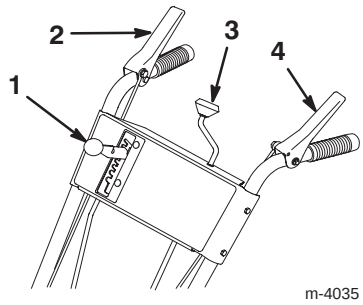

Figure 7
2. Move the speed selector (Fig. 7) on the control panel to the R_2 (*Reverse*) position.